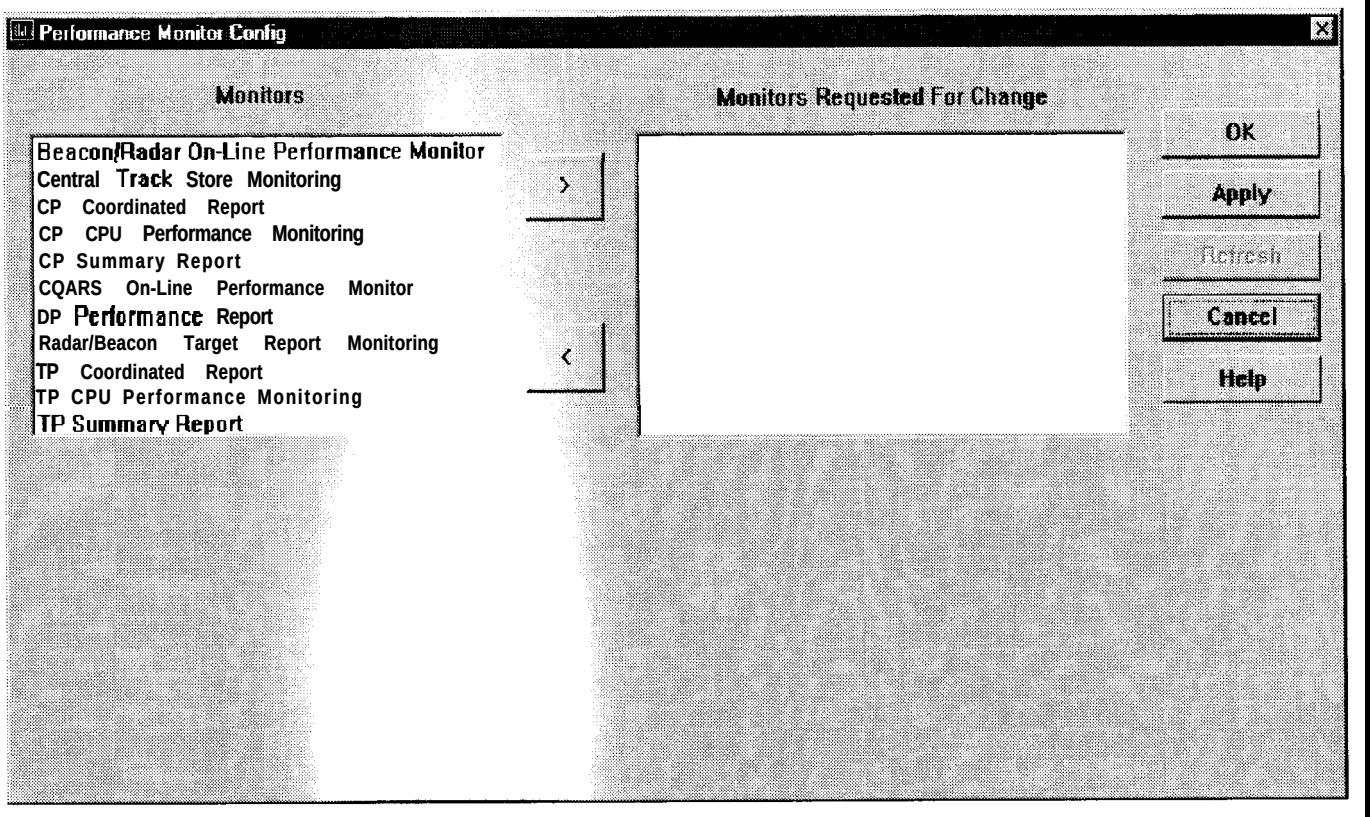

FIGURE 4-60. PERFORMANCE MONITOR CONFIG WINDOW
2. Observe the Performance Monitor Config window (Figure 4-60).